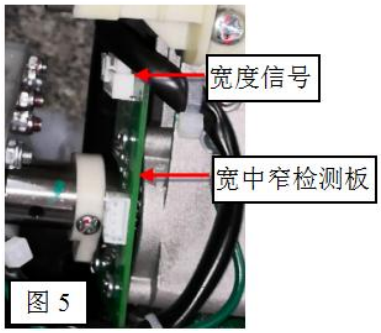

图 5
8.3 Use remote to operate tapping mode. If the width cannot be selected or are incorrect, the movement's width signal is faulty. Measure the red and black wires of the connector at the 7 wide, medium and narrow signal positions on the massage machine board using a multimeter in DC voltage range to see if there is 5V/DC output. If there is no output, the massage machine board is damaged. If there is voltage output, check if the connector from the massage machine board 7 to the width signal in Figure 5 is securely plugged in and if there is any terminal detachment. If everything is normal, use a multimeter buzzer to measure the on/off status of the width signal end at 7 red, brown, yellow, and black positions as shown in Figure 5. If it doesn't work, replace the wide, medium, and narrow detection signal harness assembly. If both are connected, use a magnet to approach and move